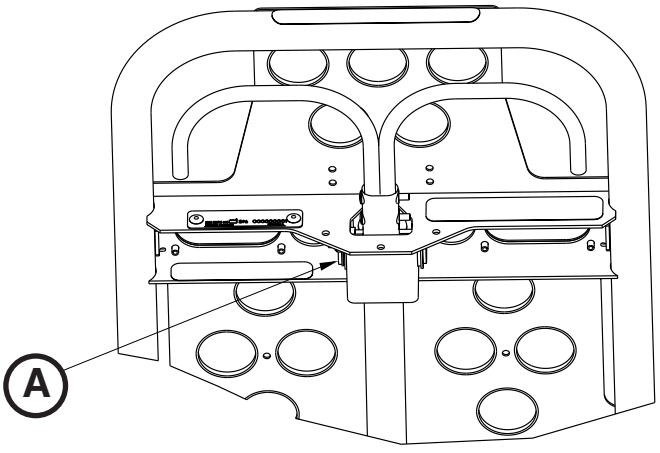

Figura 74
2. Com uma chave sextavada de 3/32”, desapertar o parafuso de ajuste (A) que suporta o eixo de gás ao suporte (Figura 74).